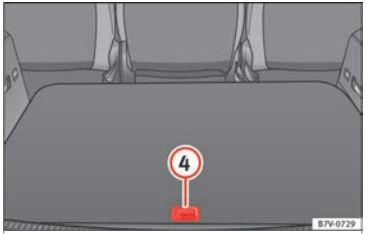

Fig. 189 Other compartments in the boot floor.
Open the rear compartment ››› Fig. 189 (4):	▷ Lift the rear of the boot floor using the handle.